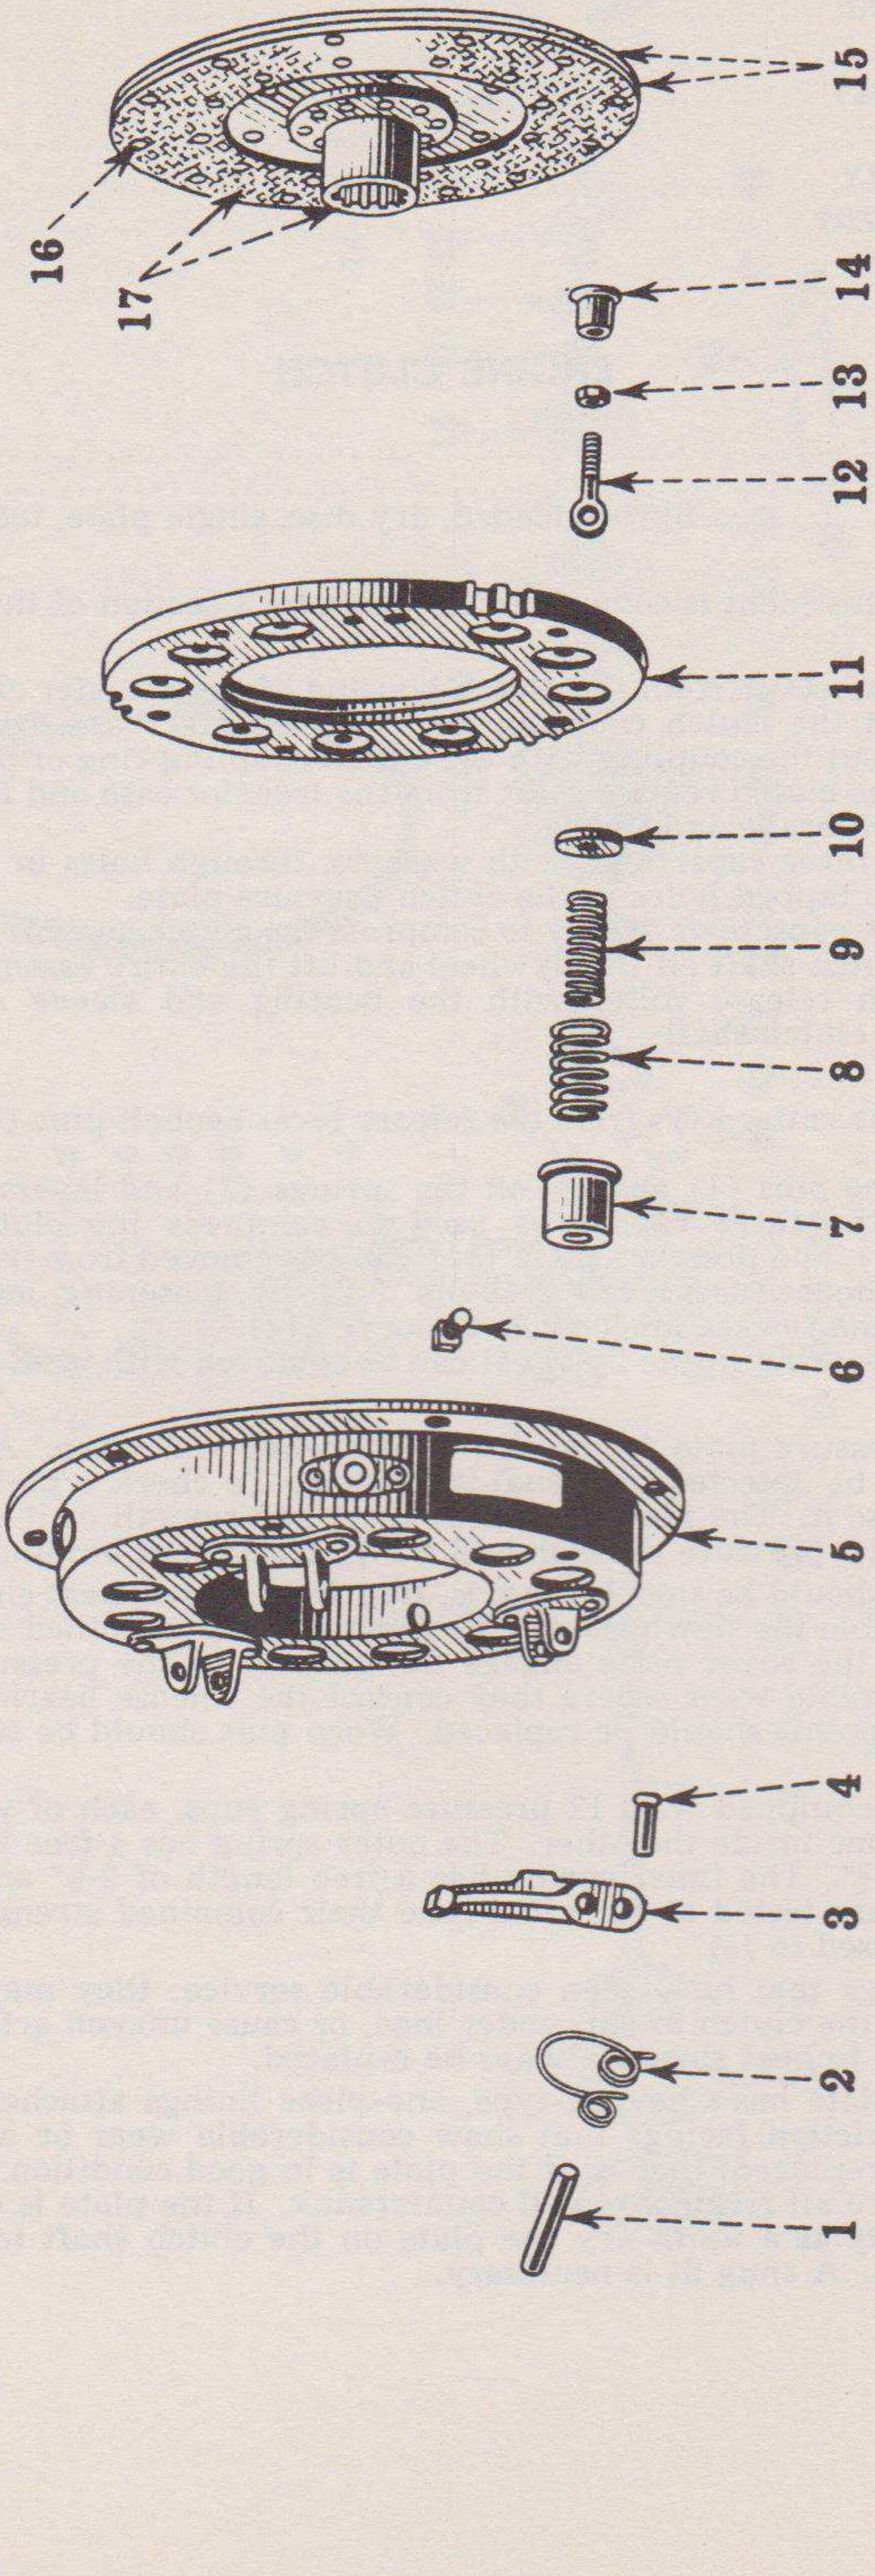

Fig. 4—Exploded view of the engine clutch.
a.—Remove the cotter keys from the release lever eyebolt pins (4) Fig. 4, and pull out the pins.
b.—Remove the pins (1) and lift off the springs (2) and levers (3).
c.—Unscrew the three capscrews used to compress the clutch springs. The springs (8) and (9), and pressure plate (11) can be removed from the cover plate (5).
d.—Remove the release lever eyebolts (12) by loosening lock nut (13) and unscrewing from the release lever eyebolt sleeve (14).